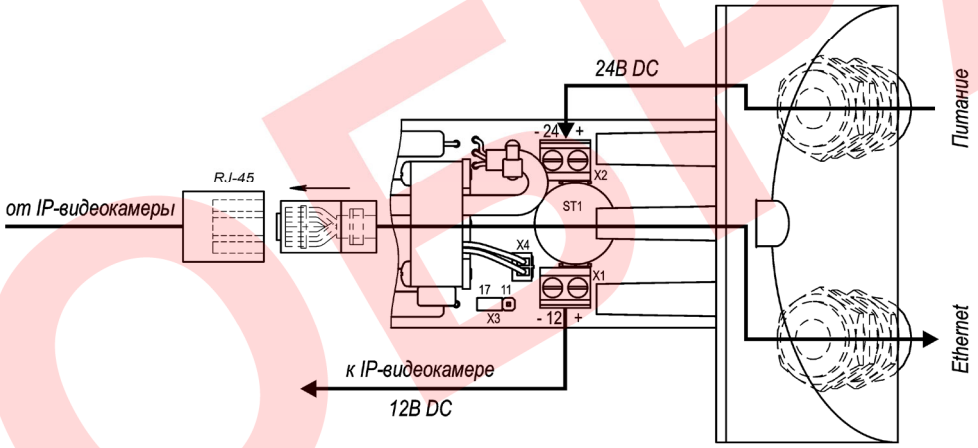

Рис.2 Подключение ТВК-61IP-5Г-V2812(550)-24VDC
Кабель питания подключить к плате коммутации к клеммнику «+ 24 -», соблюдая полярность (рис.2, 3).
На кабель Ethernet (UTP кат.5е) обжать вилку RJ-45 согласно стандарту EIA/TIA-568B (рис.4) и подключить к розетке RJ-45 (рис.2, 3).
** Джампер X3 установлен в положение «17» - мощность обогрева 17,6 Вт, для изменения мощности на 11,2 Вт джампер X3 необходимо переставить в положение «11» (см. рис.2,3).